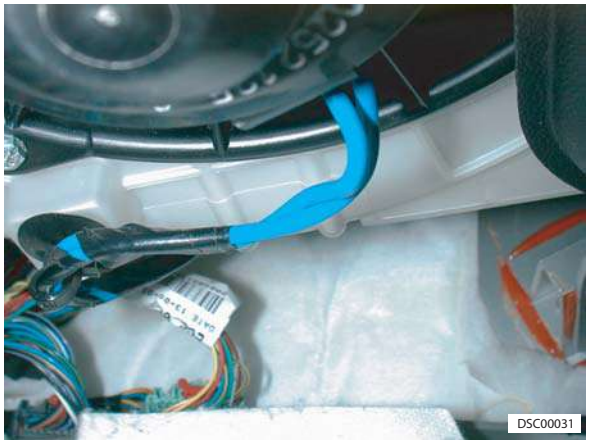

Figure 39
47. Connect multiplugs (x4) from inside of vehicle RH side of I.P. (refer to Figure 39).